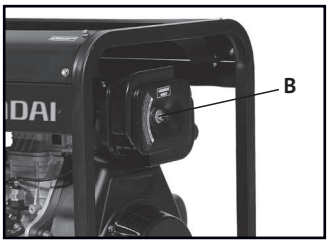

Рис. 9
- Отвинтить винт крышки воздушного фильтра (рис.9, **B**).